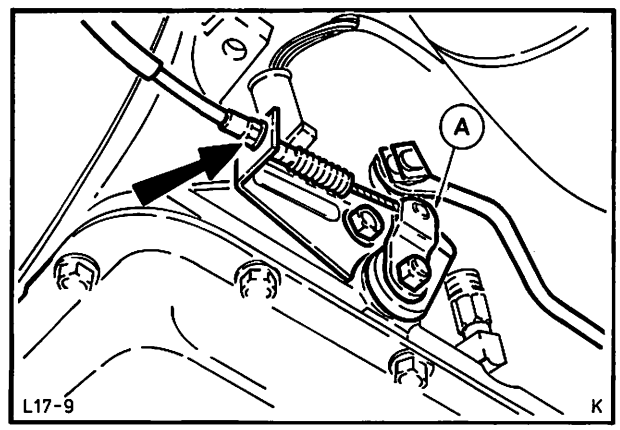

Abb. 35 Rückschaltseilzug (Kick-down) am Getriebe
6. Umhüllung – Seilzug am Halter – Getriebe anschrauben und Seilzug verlegen. Abb. 35.